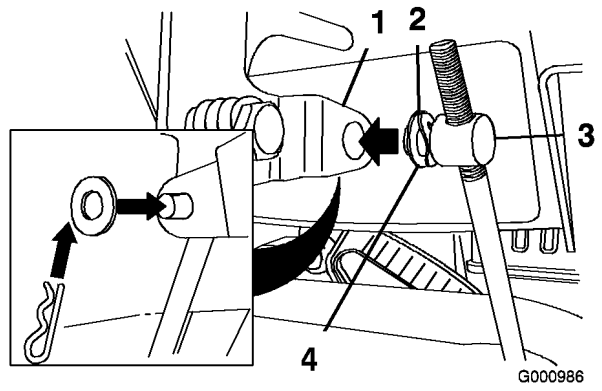

Figura 6
3. Togliete la coppiglia e la rondella esterna dal barilotto sul lato superiore dell'asta di comando della velocità (Figura 6).
Nota: Per agevolare il montaggio, lasciate la rondella ondulata e la rondella piana sul barilotto (Figura 6).
6. Sollevate l'asta di comando della velocità ed inserite il barilotto nel foro della leva di selezione della velocità (Figura 6).